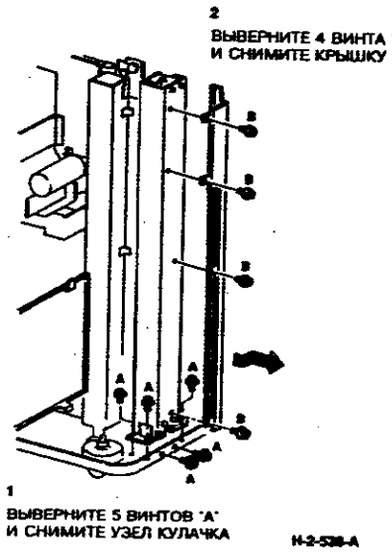

**Рисунок 6. Снятие узла левого заднего кулачка**
7. (Рисунок 6) Снимите узел левого заднего кулачка.
3. (См. рисунок 6) Проверьте правильность установки монтажных скоб кулачков.